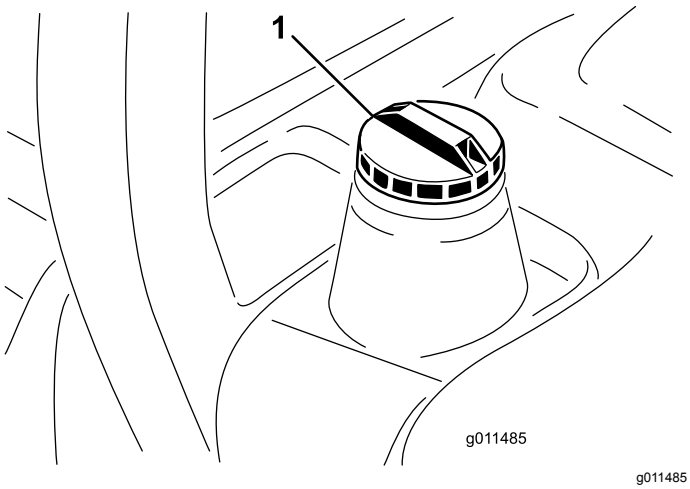

Figuur 16
3. Verwijder de dop van de brandstoftank (Figuur 16).